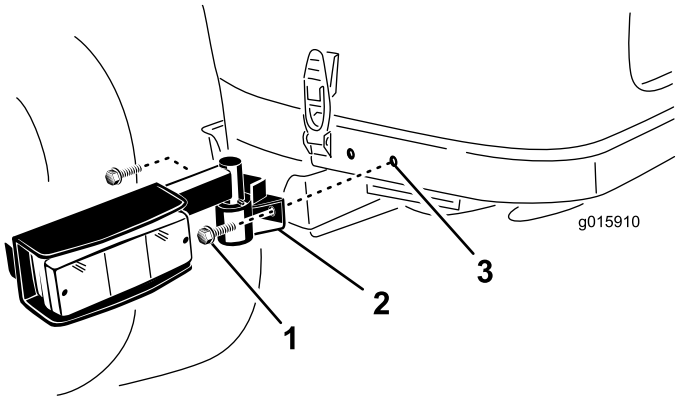

Figuur 9
1. Gebruik de montagegaten achter de motorkapvergrendelingen om een licht aan beide kanten van het achterframe te monteren met (2) 3/8 x 3/4 inch flenskopschroeven (Figuur 9). Als er geen montagegaten in het achterframe zijn, ga dan naar de volgende stap.